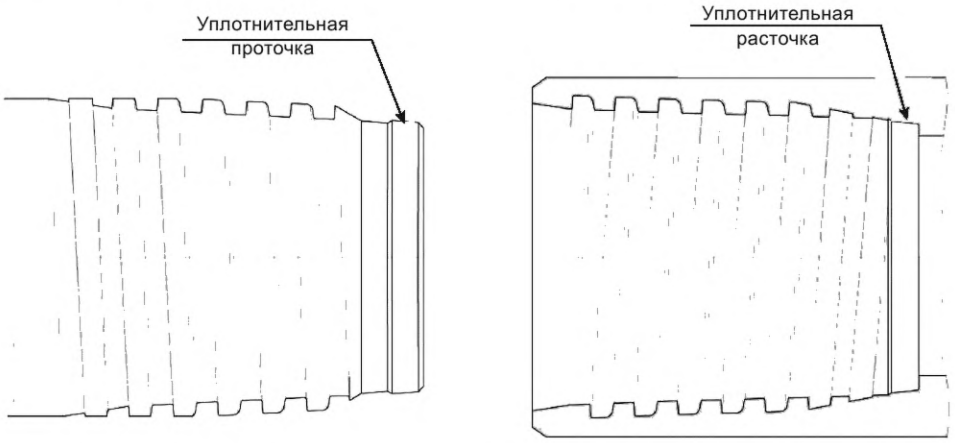

Рисунок 16
17 **уплотнительные элементы:** Конструктивные элементы резьбовых соединений, которые при механическом свинчивании обеспечивают высокую герметичность (плотность) соединения (см. рисунок 16). seal elements
17.1 **уплотнительная проточка:** Уплотнительный элемент, выполняемый на изделии с наружной резьбой (см. рисунок 16). seal groove
17.2 **уплотнительная расточка:** Уплотнительный элемент, выполняемый на изделии с внутренней резьбой (см. рисунок 16). seal bore